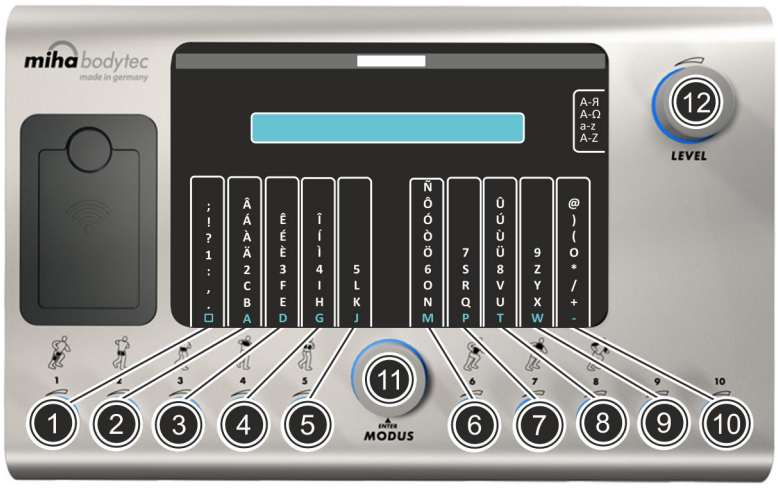

Fig. 29: Entering text
When selecting these text boxes with the multi-function button (Fig. 29/11), there are the following input options:
- Turn the main controller (Fig. 29/12) to select between different types of letters and upper and lower case letters.
- Briefly press the main controller (Fig. 29/12) to delete the last letter from the text box. Pressing and holding the controller for longer will clear the text box completely.
- Select the letters by turning the individual level controllers (Fig. 29/1 – 10) (channels 1 – 10) and copy them into the respective text boxes by pressing the corresponding controllers.
- Copy the entered text by pressing the multi-function button (Fig. 29/11).